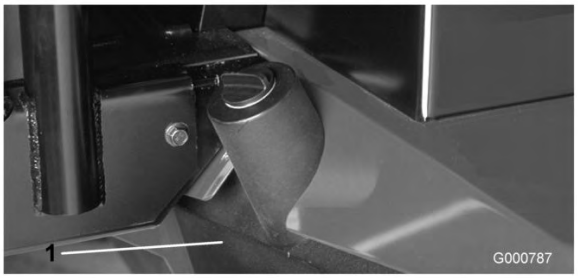

Figura 75
2. Retire o tampão de escoamento da parte de baixo do reservatório (Figura 75) e deixe o fluido hidráulico escorrer para um recipiente adequado. Volte a montar e aperte o tampão quando o fluido deixar de escorrer.